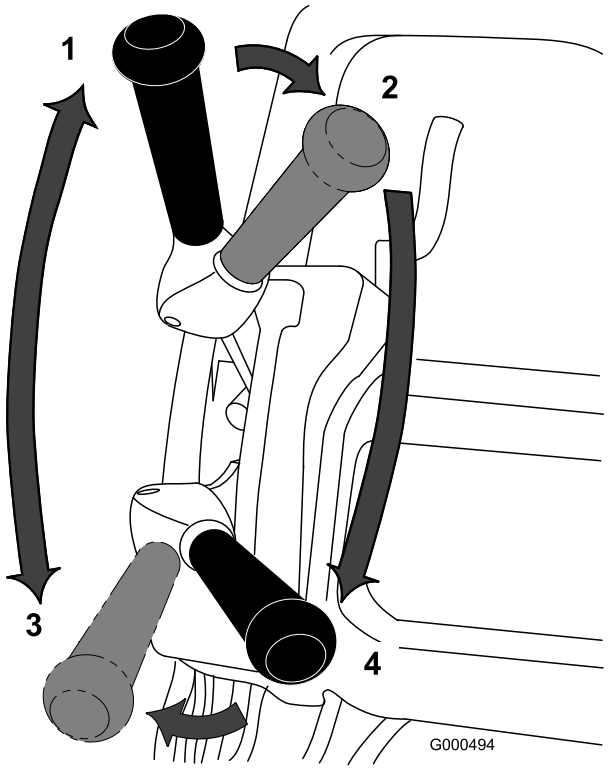

Figuur 26
1. Start de motor, zet de gashendel op lage snelheid, duw de handgreep omlaag om het maaidek op te heffen, druk de dodemanshendel in, schakel de tractie in en ga met de maaimachine naar de rand van het gazon (Figuur 26).
2. Schakel de tractie uit en schakel de aandrijving van de messenkooi in (Figuur 26).
3. Schakel de tractie in, geef meer gas totdat de maaimachine de gewenste snelheid heeft bereikt. Duw vervolgens de machine het gazon op, laat de voorkant van de machine neer en begin met maaien (Figuur 26).